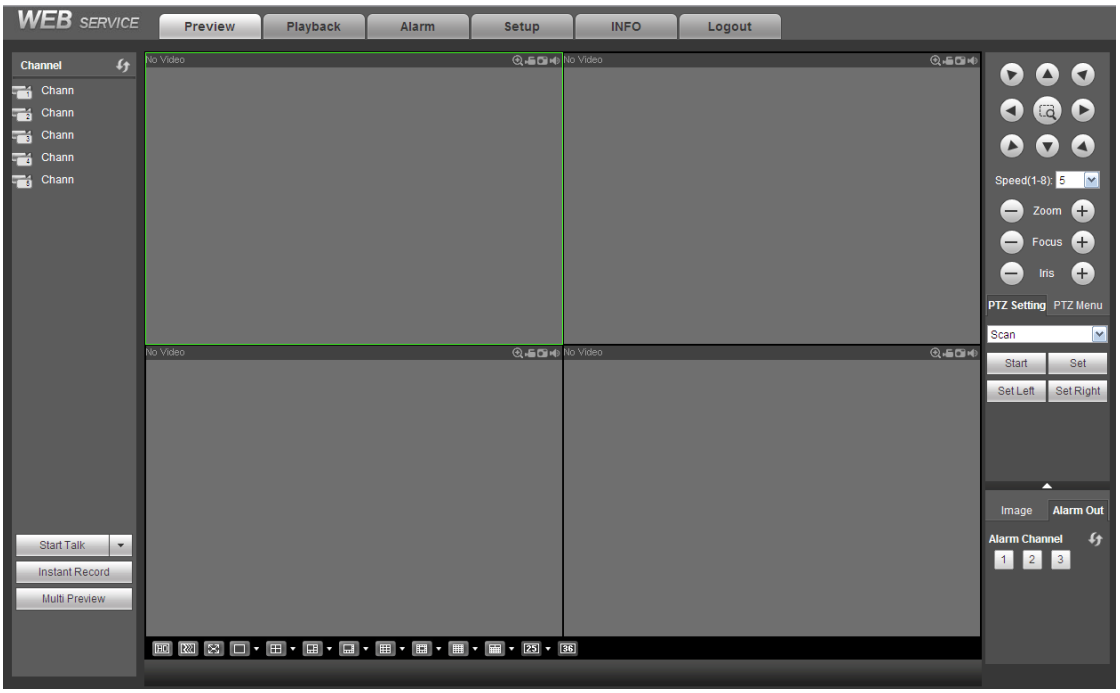

Figure 5-19
2) You can select different channels and different monitor modes at the bottom of the interface. See Figure 5-19.